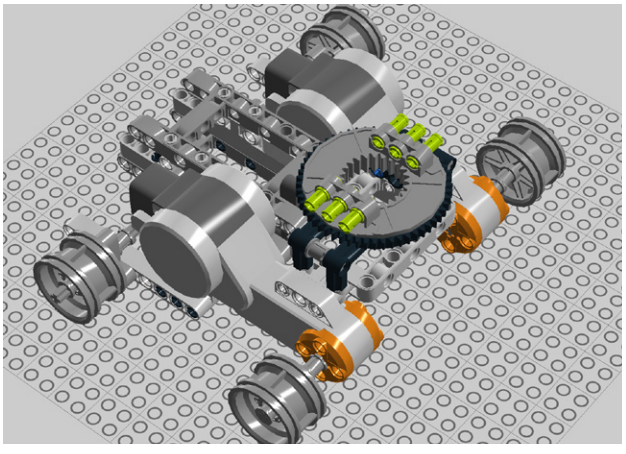

Figure 7-49. *Step 42: Adding some pegs*
42. Add six connector pegs to the turntable (Figure 7-49).